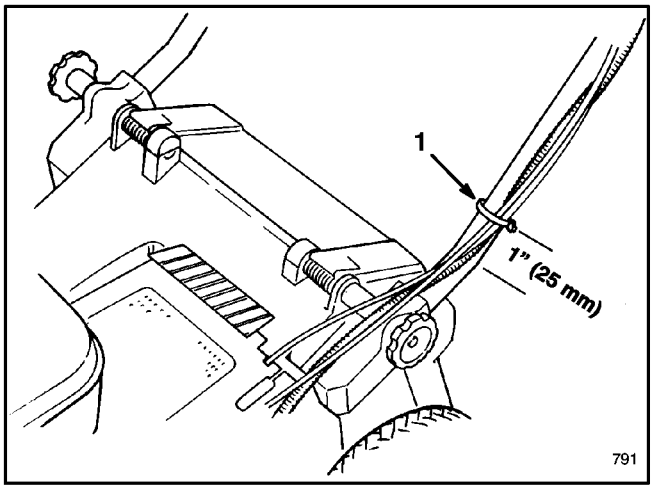

Figuur 3
6. Bevestig met een kabelbandje de kabel(s) aan de onderzijde van de linker buis (fig. 3). Het kabelbandje moet 25 mm van de buiging in de handgreep bevestigd worden. Zie figuur 3 voor de juiste plaatsing van de kabels.